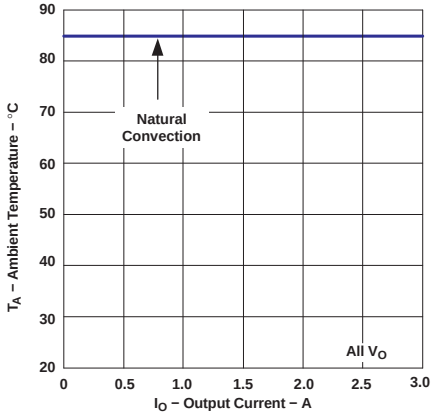

Figure 4. Ambient Temperature vs. Output Current
(2) The temperature derating curves represent the conditions at which internal components are at or below the manufacturer's maximum operating temperatures. Derating limits apply to modules soldered directly to a 100 mm x 100 mm double-sided PCB with 2 oz. copper. Applies to Figure 4 .